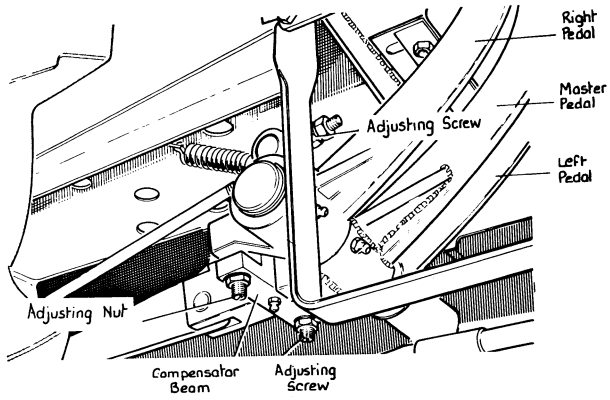

FIGURE F7. EXTERNAL PULL ROD ADJUSTMENT
5. Unscrew the internal adjusting nuts 3 full turns, then with the pedals fully up, adjust the length of the external pull rods (by their adjusting nuts at the cross shaft under the foot plates—Fig. F7) until the clevis pin setting is 25mm (1in). When set, lock these adjusting nuts and do not disturb again. This setting is not affected by brake wear.